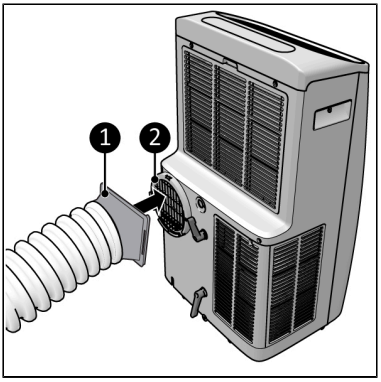

Figuur 12.
6. Sluit de slangaansluiting (Figuur 12, pos. 1) aan op de warmeluchtuitgang van het apparaat (Figuur 12, pos 2).